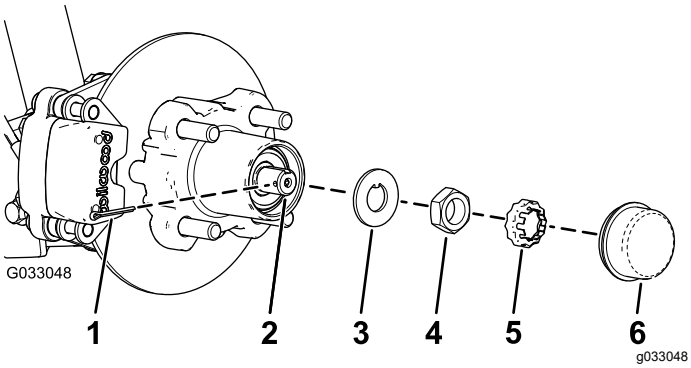
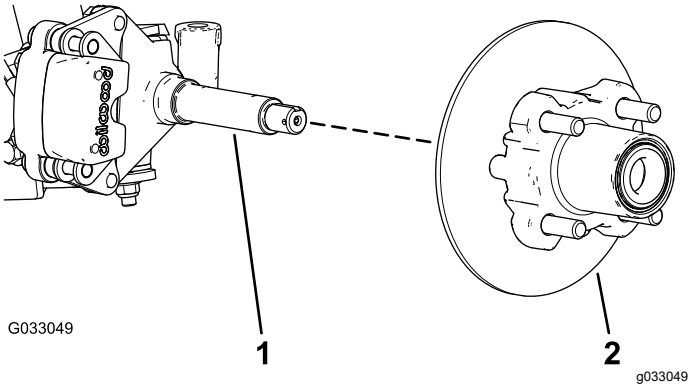

**Figur 27**
**Figur 28**
4. Fjern støvhetten fra navet (Figur 27).
5. Fjern hårnålssplinten og holdermutteren fra spindelen og spindelmutteren (Figur 27).
6. Fjern spindelmutteren fra spindelen, og skill navet og rotorenheten fra spindelen (Figur 27 og Figur 28).